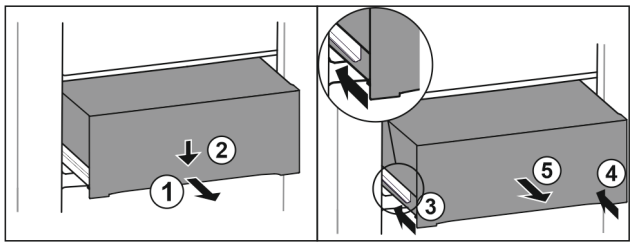

Fig. 194
▶ Pull out drawer half-way. *Fig. 194 (1)*
▶ Push the drawer down at the front. *Fig. 194 (2)*
▶ Push the left rail in by about 2 cm. *Fig. 194 (3)*
▶ Push the right rail in by about 2 cm. *Fig. 194 (4)*
▶ Remove drawer to the front. *Fig. 194 (5)*